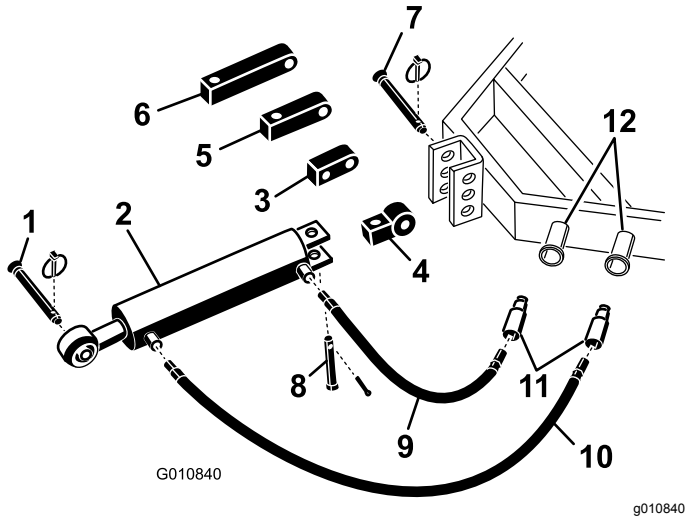

**Figur 5**
1. Fäst kopplingsänden på den hydrauliska topplänken på traktorn med de sprintar som levererades med traktorn (Figur 5). Placera den hydrauliska topplänken så att stavänden är riktad mot luftaren. Cylinderportarna ska placeras vända mot traktorns hjälphydraulik.
**Obs:** Om hydraulicylindern måste placeras med portarna vända uppåt justerar du cylindern med hjälp av rotationsblocket i stället för standardmonteringsblocket (Figur 5). En 90-graders hydraulkoppling kan användas istället för rotationsblocket (kopplingar medföljer ej).
(Figur 5). Ta bort förbindelselänken från cylindern.
B. Montera rotationsblocket på cylindern med de sprintar som togs bort tidigare (Figur 5).
2. Anslut den 107 cm långa hydraulslangen till den hydrauliska topplänkens port som finns närmast luftaren Figur 5. Applicera gängtätningstejp eller gängtätningsmassa på slanggängorna för att förhindra läckage.
3. Anslut den 76 cm långa hydraulslangen till den hydrauliska topplänkens port som sitter närmast traktorn (Figur 5). Applicera gängtätningstejp eller gängtätningsmassa på slanggängorna för att förhindra läckage.
du ett förlängningsblock i stället för standardmonteringsblocket när du ansluter cylindern till traktorn (Figur 5).
A. Avlägsna saxpinnen och sprinten som håller fast standardförbindelselänken på cylindern (Figur 5). Ta bort förbindelselänken från cylindern.
B. Montera förlängningsblocket med önskad längd på cylindern med de sprintar som togs bort tidigare (Figur 5).